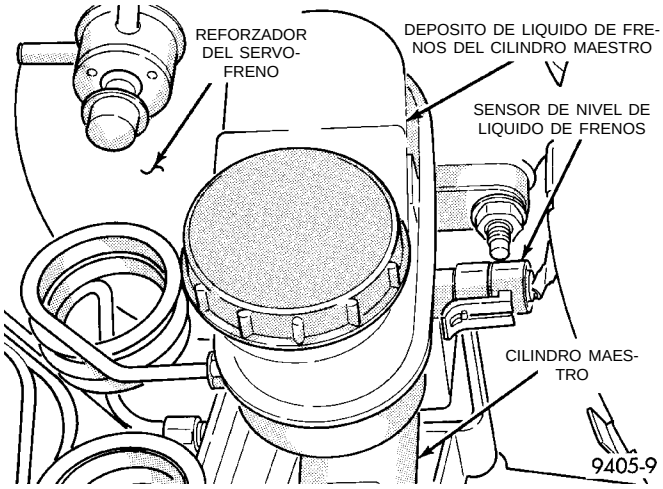

Fig. 12 Sensor de nivel de líquido de frenos del cilindro maestro
(1) Desconecte el cable negativo (masa) de la batería y aíslelo.
(2) Desconecte el conector del mazo de cableado del vehículo del sensor de nivel de líquido de frenos, en la base del depósito de líquido de frenos del cilindro maestro (Fig. 12).
(17) Instale el conector del mazo de cableado en el conmutador de nivel de líquido de frenos del depósito del cilindro maestro (Fig. 12).
(18) Purgue el sistema de frenos básico y el sistema hidráulico de frenos antibloqueo. Para informarse sobre los procedimientos requeridos, consulte Purga del sistema hidráulico de frenos básicos, en la sección Procedimientos de servicio de frenos básicos, y Procedimiento de purga del sistema hidráulico de frenos antibloqueo, en la sección Frenos antibloqueo.
(19) Realice una prueba de carretera del vehículo para asegurar el funcionamiento apropiado de los sistemas de frenos básicos y de antibloqueo.